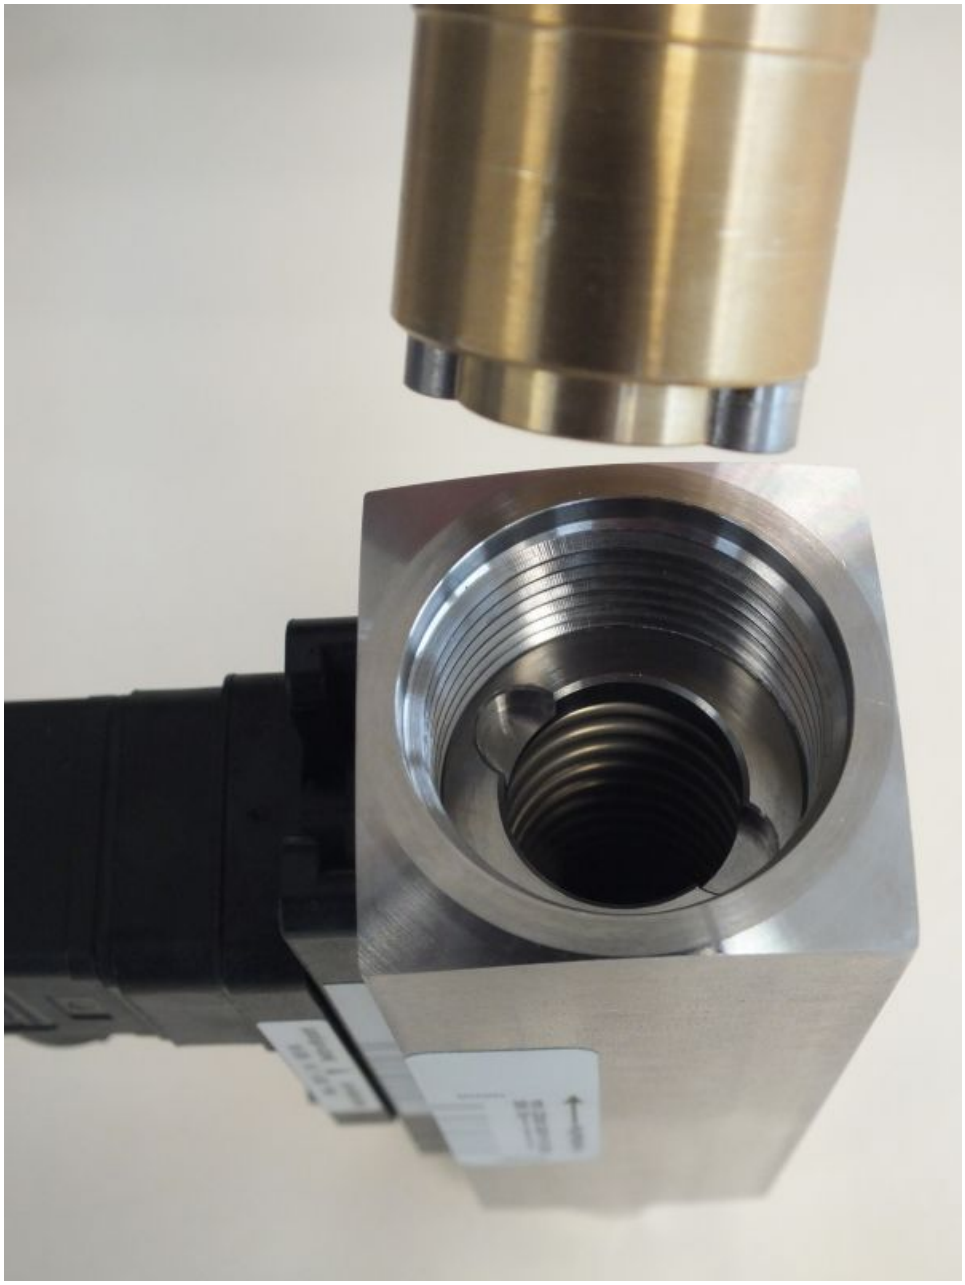

Fig. 43: Insert threaded ring insertion tool (outlet)
3. Insert the threaded ring insertion tool into the device outlet (*Fig. 43*) and turn until it rests in the keyway of the threaded ring.